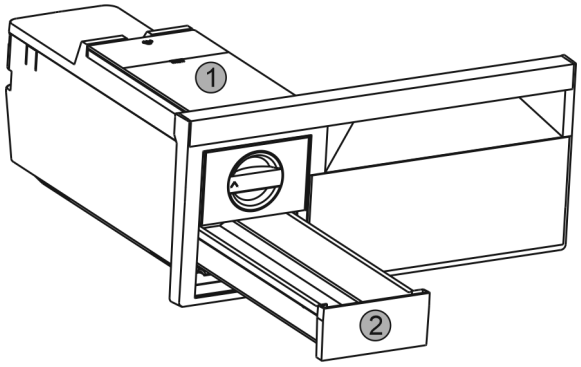

*Fig. 55*
▶ Take out the water tank *Fig. 55 (1)* and ice cube drawer *Fig. 55 (2)*.